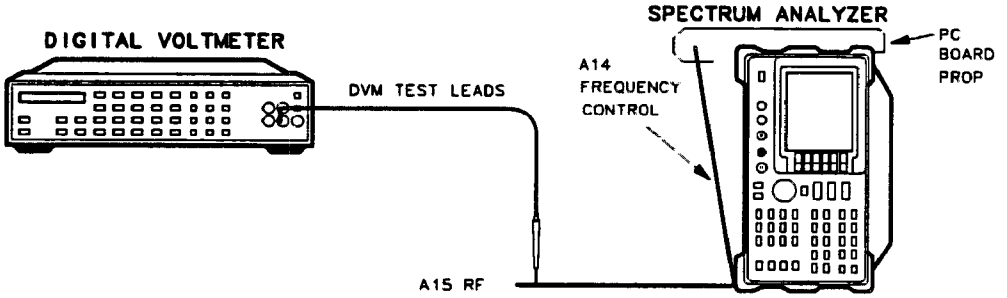

Figure 2-6. Sampler Adjustment Setup
1. Set the HP 8562A/B (LINE) switch to OFF and disconnect the line power cord. Remove the analyzer's cover and fold down the A15 RF and A14 Frequency Control assemblies. Prop up the A14 Frequency Control assembly. Reconnect the line power cord and set the (LINE) switch ON. Connect the equipment as illustrated in Figure 2-6.